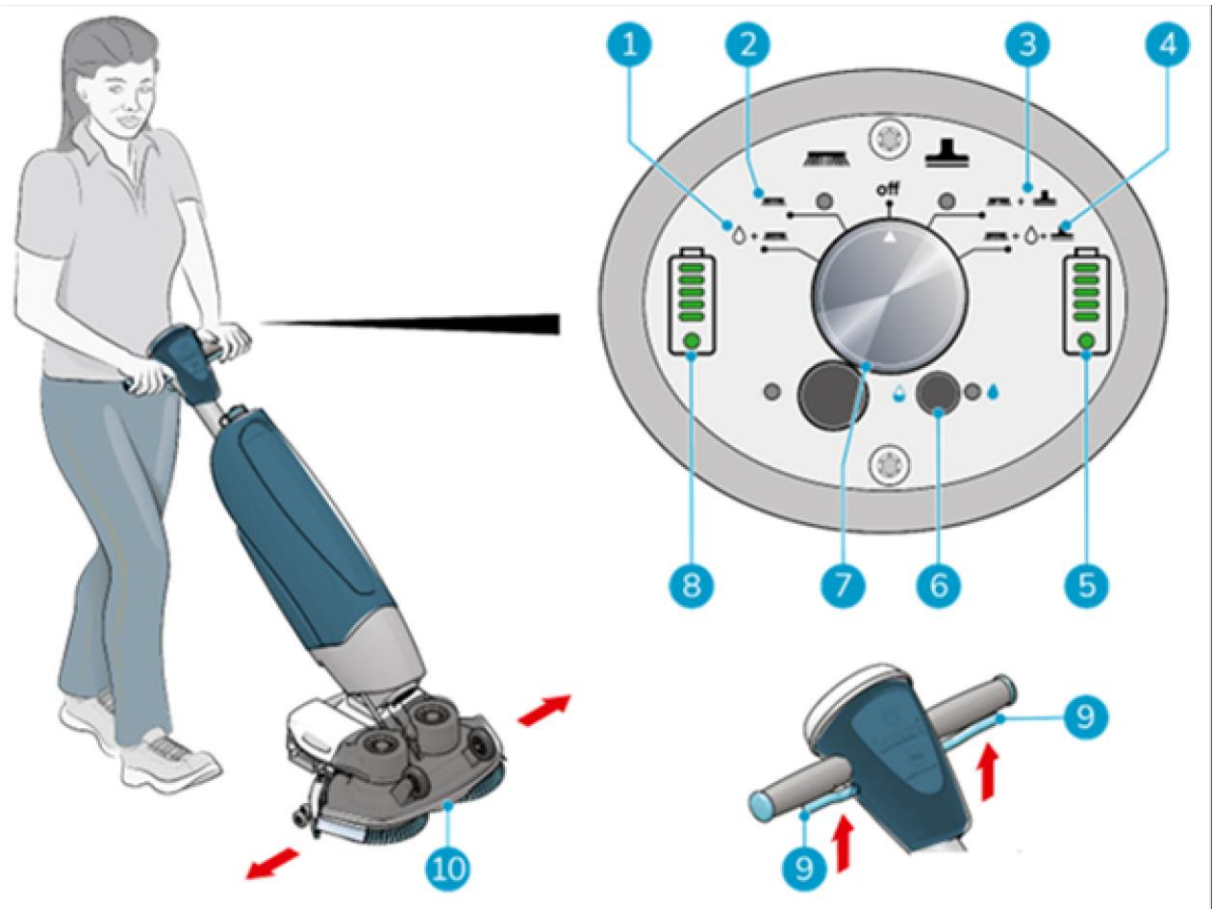

Abbildung 18
4. Stellen Sie sich hinter den i-mop® XL. Wählen Sie den gewünschten Reinigungsmodus, indem Sie den Drehknopf drehen. (Abbildung 18, Pos. 7.)
MODUS 1: Bürste + Wasser/Reinigungslösung (Abbildung 18, Pos. 1).
MODUS 2: Nur Bürste (Abbildung 18, Pos. 2).
MODUS 3: Bürste + Vakuum (Abbildung 18, Pos. 3).
MODUS 4: Bürste + Wasser/Reinigungslösung + Vakuum (Abbildung 18, Pos. 4).
8. Lenken Sie, indem Sie den Griff leicht nach links oder rechts drehen, um das Scheuerdeck zu bewegen (Abbildung 18, Pos. 10).
9. Loslassen des Auslösers (Abbildung18, Pos. 9) wird der i-mop® XL sofort angehalten. Der Saugmotor wird nach 3 Sekunden angehalten.